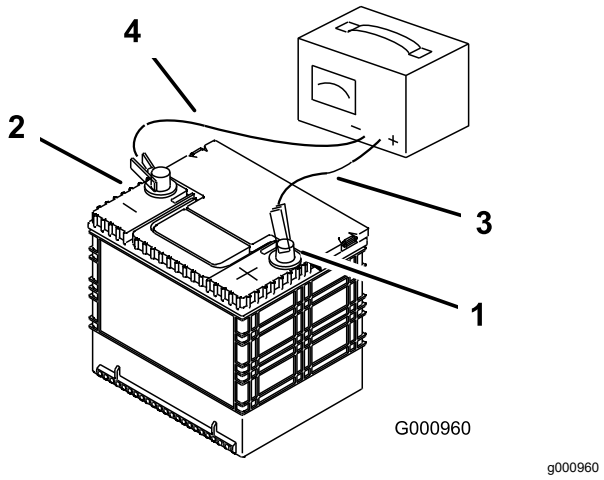

Figur 67
3. Når batteriet er helt oppladet, kobler du laderen fra strømuttaket, og deretter laderledningene fra batteripolene (Figur 67).